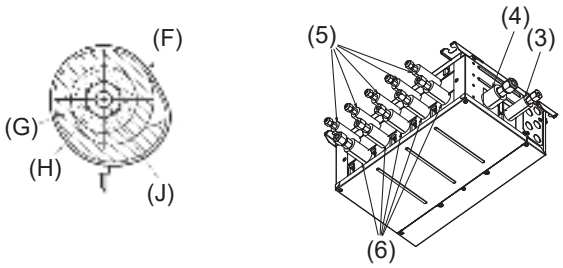
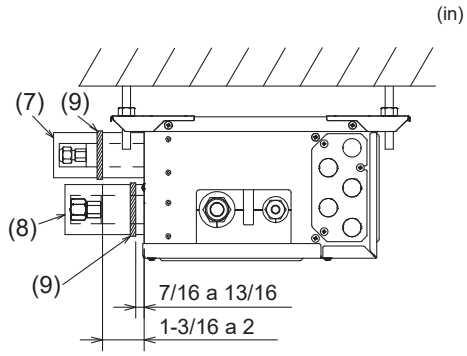

Fig. 7-3
Fig. 7-4
- Aísle los tubos de líquido y de gas de la Caja de derivación aplicando alrededor de ellos espuma de polietileno resistente al calor. (Fig. 7-3)
5) Presione las cubiertas de los tubos (3) y (5) de la tubería de líquido contra la unidad y envuélvala para que se fije. (Fig. 7-3)
6) Presione las cubiertas de los tubos (4) y (6) de la tubería de gas contra la unidad y envuélvala para que se fije. (Fig. 7-3)
7) Aplique las cintas suministradas (9) en una posición de 7/16-13/16 in (10-20 mm) de cada extremo de las cubiertas de los tubos ((3)(4)(5)(6)).
8) Si la unidad interior no está conectada, ajuste las cubiertas de los tubos que se suministran (con las tapas, (7) y (8)) en las conexiones de los tubos de refrigerante de la Caja de derivación contra la unidad para evitar el goteo de condensación de los tubos. (Fig. 7-4)
9) Fije las cubiertas de los tubos ((7)(8)) con las cintas (9) suministradas.
7.2. Manejo de los puertos que no están conectados a la unidad exterior (Fig. 7-4)